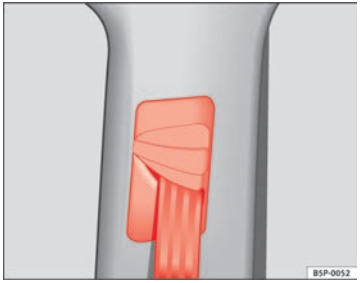

Fig. 17 Location of the belt height adjuster
– Press the upper part of the shoulder belt guide and hold it in this position ⇒ Fig. 17.